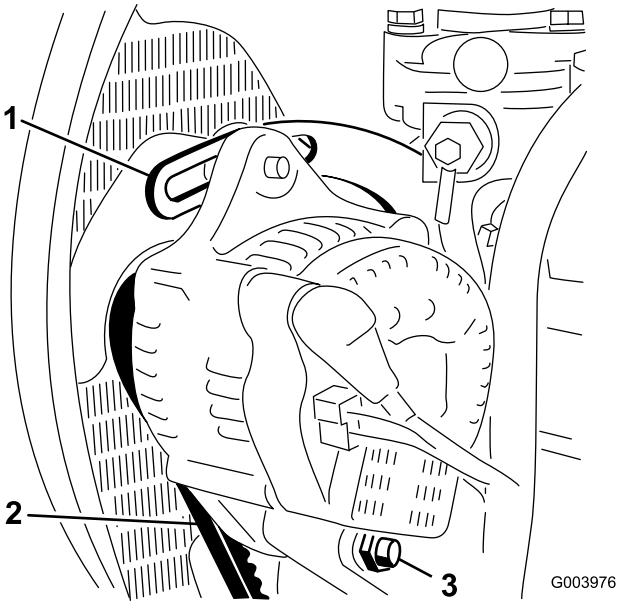

Figur 67
2. Kontroller generatorremmens tilspænding ved at trykke på den (Figur 67) midt mellem generatoren og krumtapakslen med en belastning på 10 kg.
3. Løsn den bolt, der fastgør afstiveren til motoren (Figur 67), den bolt, der fastgør generatoren til afstiveren, og drejebolten.